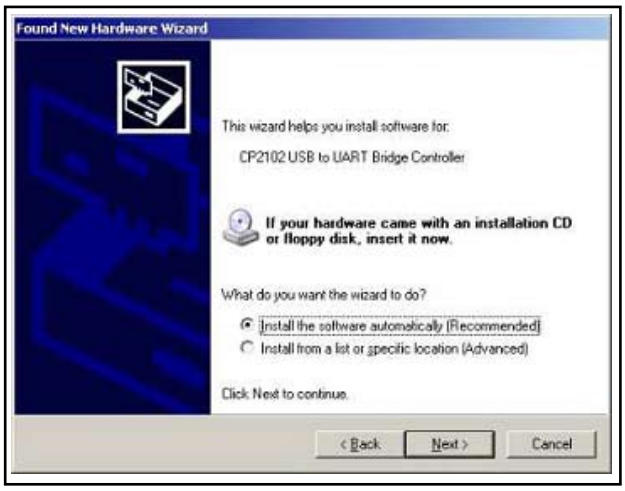

Figure B-1, Request for Installation CD
3. The screen below will appear automatically. Insert the Picture Receiver CD into the disc drive of the PC and click “Next.” Refer to Figure B-1.